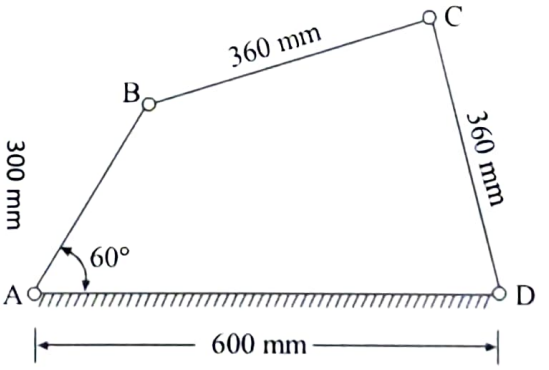

FIG.4
15. In a pin jointed four bar mechanism, (Fig. 4), AB = 300 mm, $BC = CD$ = 360 mm and AD = 600 mm. The angle BAD = 60°. The crank AB rotates uniformly at 100 rpm. Locate all instantaneous centre and find angular velocity of the link BC.